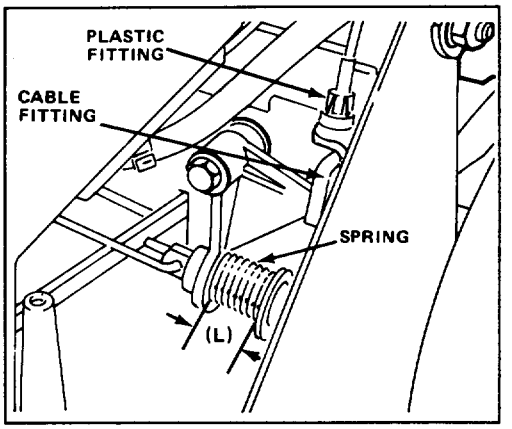

Figure 25
3. Move control bar down and lift up against handle. With control bar against handle, measure spring length (L) at the front of the spring as shown in figure 25.